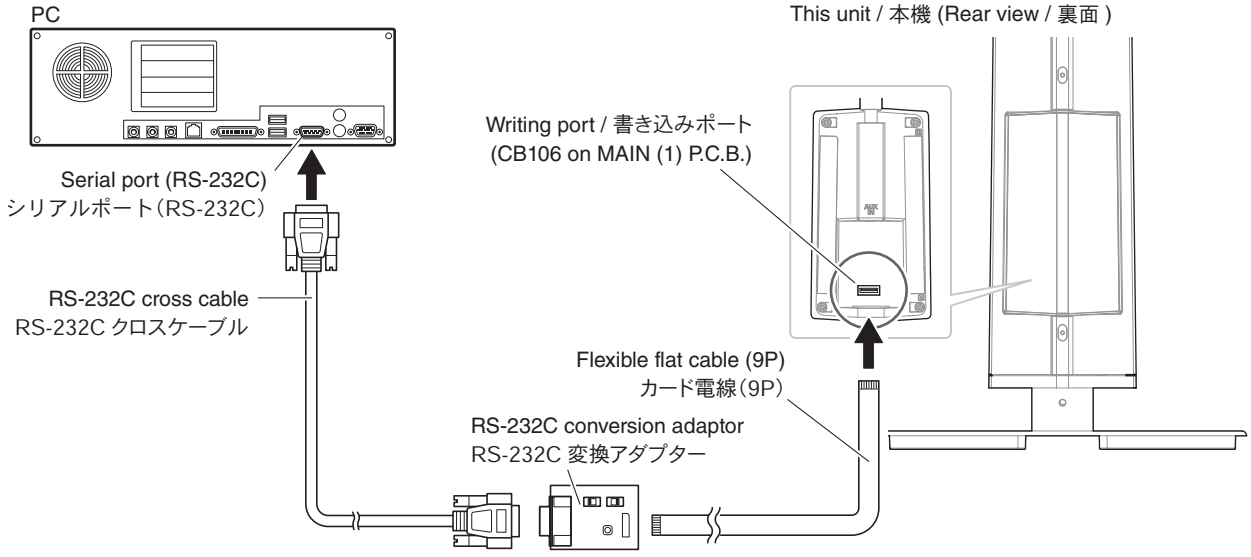

Fig. 2
- Connect the serial port (RS-232C) of the PC to the writing port (CB106 on MAIN (1) P.C.B.) of this unit as shown below. (Fig. 2)
- 本機の書き込み用ポート（MAIN（1）P.C.B. の CB106）と PC のシリアルポート（RS-232C）を下記のように接続します。（Fig. 2）